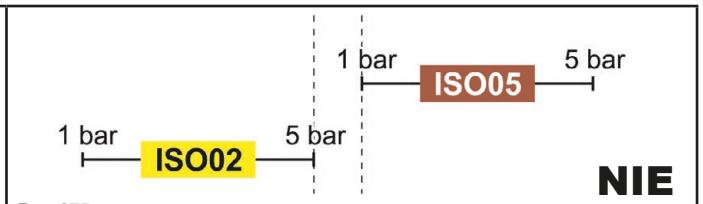

Rys. 275
- ***Dysze NIEkompatybilne:** wydatkowanie z 1 barem dyszy ISO05 jest WIĘKSZE od wydatkowania z 5 barami dyszy ISO02 (Rys. 275).*